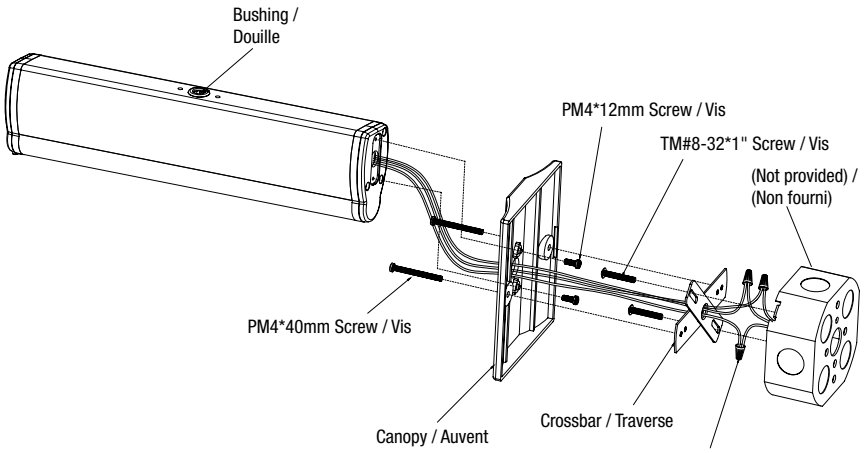

Fig. 5
5. Assemble a canopy onto the mounting end cap with (2PCS) PM4*12mm screws(supplied) (See Fig.5).
6. Reference 4 - 10 steps in surface ceiling & wall mounting above for surface end mounting (See Fig.5).
5. Fixez le cache-vis à l'embout de fixation à l'aide de (2 pièces) vis PM4*12 mm (fournies) (voir fig. 5).
6. Reportez-vous aux étapes 4 à 10 de la section « Montage en saillie au plafond et au mur » ci-dessus pour le montage en saillie (voir fig. 5).